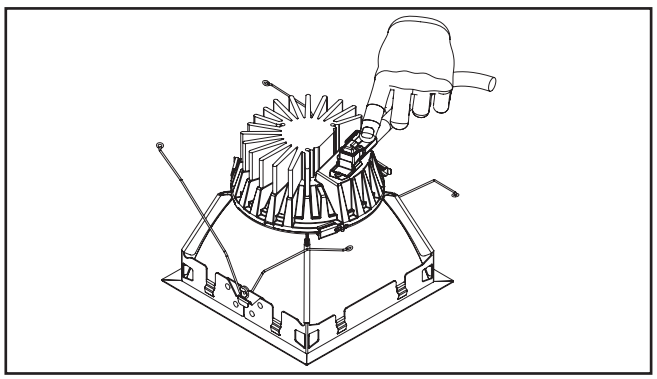

Figura 7.
7. Alinee correctamente el conector como se muestra en (Figura 7.). Enchufe en el módulo el dispositivo de desconexión rápida de la luminaria.